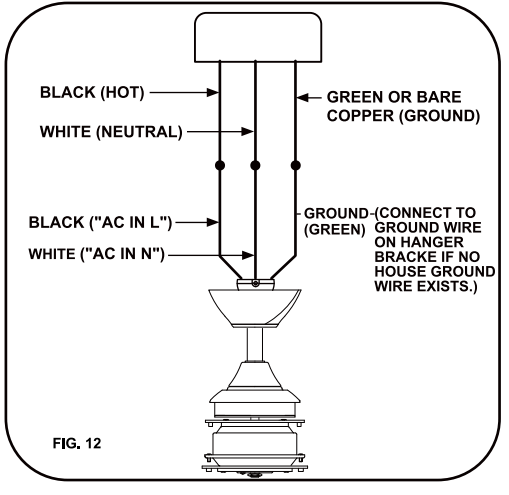

FIG. 12
Step 1. Motor to House Supply Wires Electrical Connections: Connect the WHITE wire (Neutral) from the outlet box to the WHITE wire marked 'AC in N' from the motor. Connect the BLACK wire (Hot) from the outlet box to the BLACK wire marked 'AC in L' from the motor. Secure all wire connections with the plastic wire nuts provided. (Fig. 12)
Step 2. If your outlet box has a GROUND wire(Green or Bare Copper) connect this wire to the Hanger Ball and Hanger Bracket Ground wires. If your outlet box does not have a Ground Wire, then connect the Hanger Ball and Hanger Bracket Ground Wires together. Secure wire connection with the plastic wire nut provided. (Fig. 12)